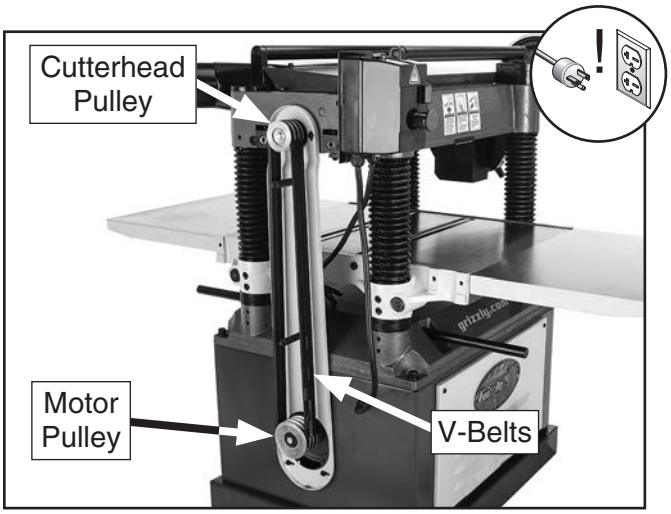

Figure 47. Example of belt cover removed to expose V-belts and pulleys.
2. Remove V-belt cover from left side of machine to expose belts, as shown in **Figure 47**.